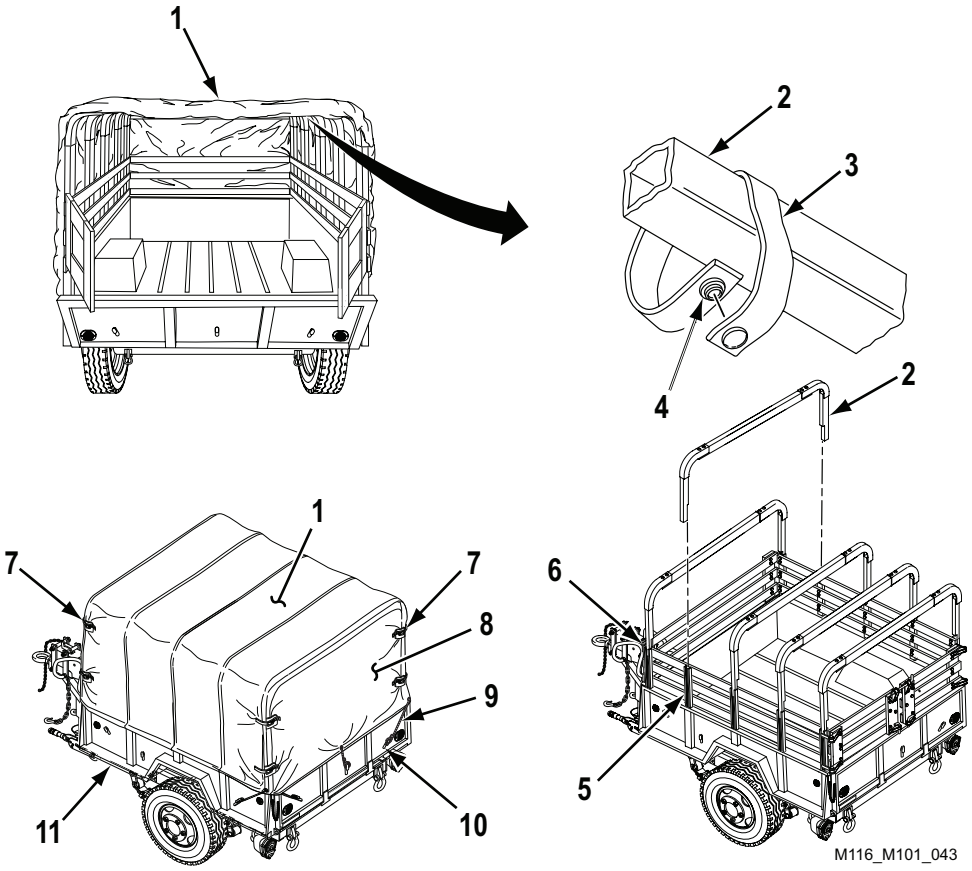

Figure 18. Canvas Cover and Bow Removal.
2. Remove 14 ropes (Figure 18, Item 9) from 14 cargo hooks (Figure 18, Item 10) on cargo body (Figure 18, Item 11).
3. Unfasten eight straps (Figure 18, Item 7) on canvas cover assembly (Figure 18, Item 1).
4. Fold back curtain (Figure 18, Item 8) over top of canvas cover assembly (Figure 18, Item 1).
5. From inside trailer, unsnap 10 snap fasteners (Figure 18, Item 4) and remove 10 tiedown straps (Figure 18, Item 3) from five bow assemblies (Figure 18, Item 2).
6. Remove canvas cover assembly (Figure 18, Item 1) from five bow assemblies (Figure 18, Item 2). Fold canvas cover assembly (Figure 18, Item 1) and stow.
7. Remove five bow assemblies (Figure 18, Item 2) from 10 stakes (Figure 18, Item 5).
8. Stow five bow assemblies (Figure 18, Item 2) in 10 bow clips (Figure 18, Item 6).